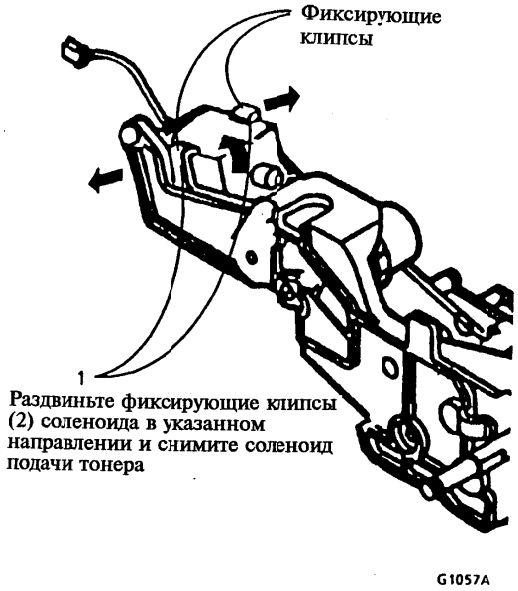

Рисунок 1. Снятие соленоида подачи тонера (SOL3)
2. (Рисунок 1): Снимите соленоид подачи тонера.